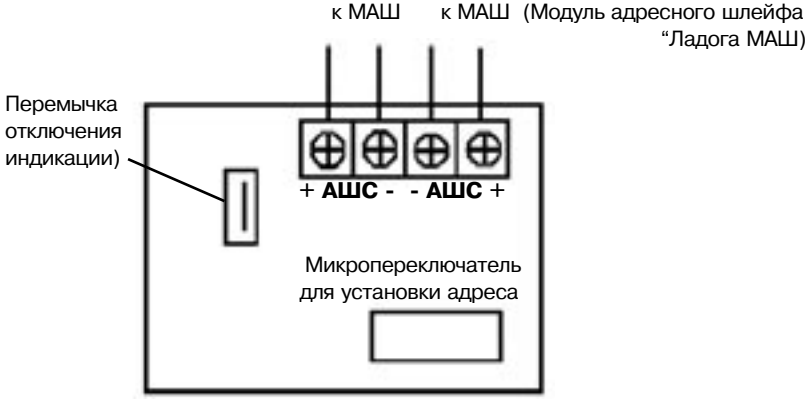

Рисунок 11
- Выполните соединение согласно маркировке на печатной плате (рис.11).